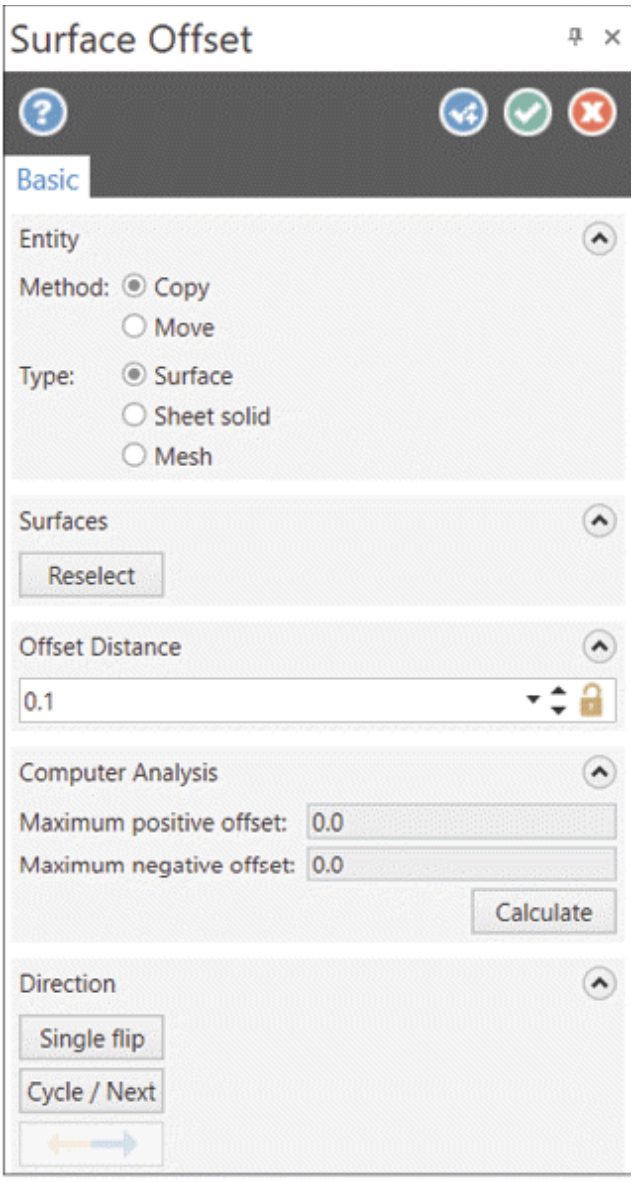

Figure-31. Surface Offset Manager
- Click on the **Offset** tool from the **Create** group in the **Surfaces** tab of the **Ribbon**. The **Surface Offset Manager** will be displayed; refer to Figure-31.